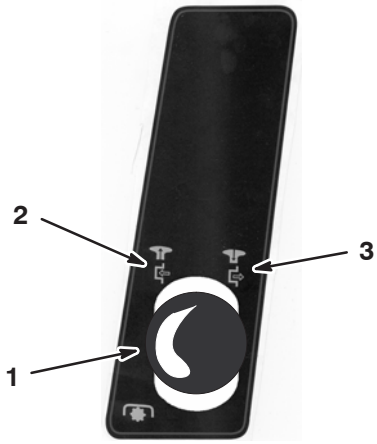

Figura 10
4. Disinnestate le lame (PDF). Vedere la Figura 10.